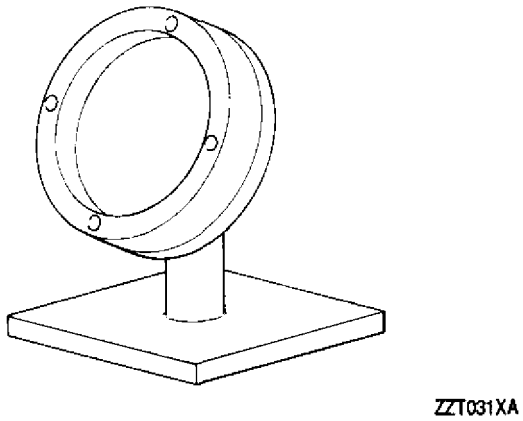

Figure 6. 6799617 Compressor Front Labyrinth Seal Assembly Tinning Fixture
g. Install seal in 6799617 tinning fixture (figure 6). Flux and tin the three sealing surfaces as follows: